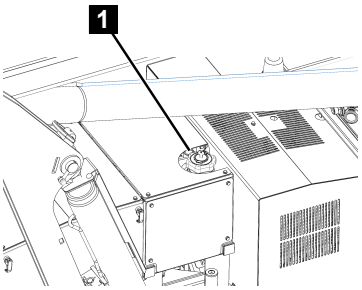

Fig. 143
4. Remove the fuel filler cap (Fig.143/1) and keep it in a clean place.